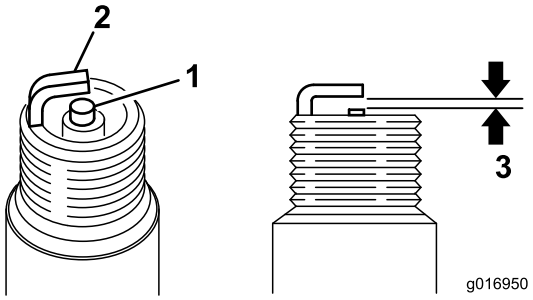

Figuur 35
3. Zorg ervoor dat de elektrodenafstand 0,6 tot 0,7 mm bedraagt (Figuur 35). Plaats een bougie met de juiste elektrodenafstand. Draai de bougie stevig vast met een torsie van 23 Nm.